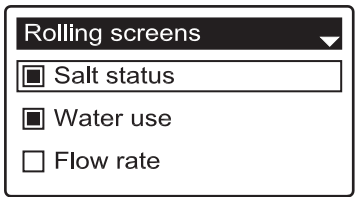

FIG. 35
5. Press the SELECT (○) button to display the Rolling screens menu (See Figure 35).